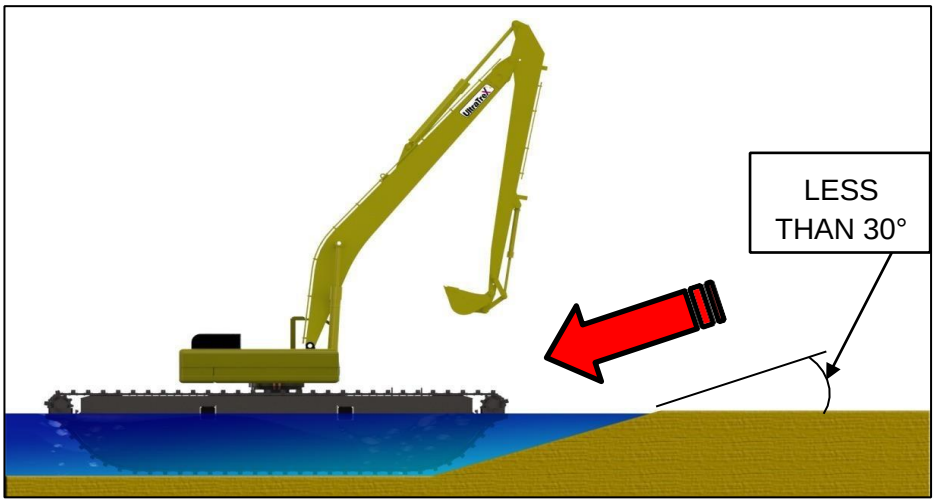

***Figure 3.2:*** *Launching the Amphibious Excavator*
**Note:** The launching slope should go as far as a water depth of not more than 2 meters. Refer to Figure 3.2.